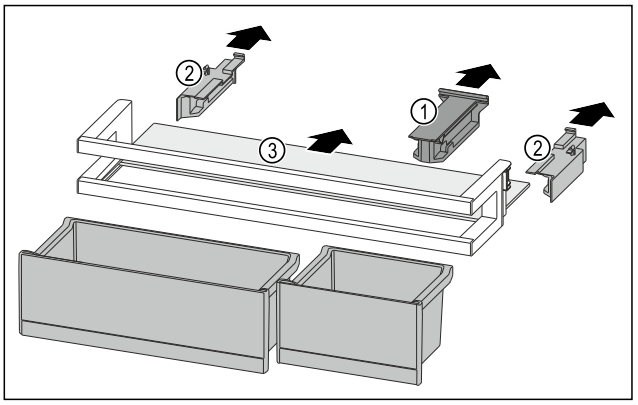

Fig. 146
▶ Držák *Fig. 146 (1)* stáhněte.
▶ Boční díly *Fig. 146 (2)* stáhněte.
▶ Odkládací plochu *Fig. 146 (3)* odeberte.